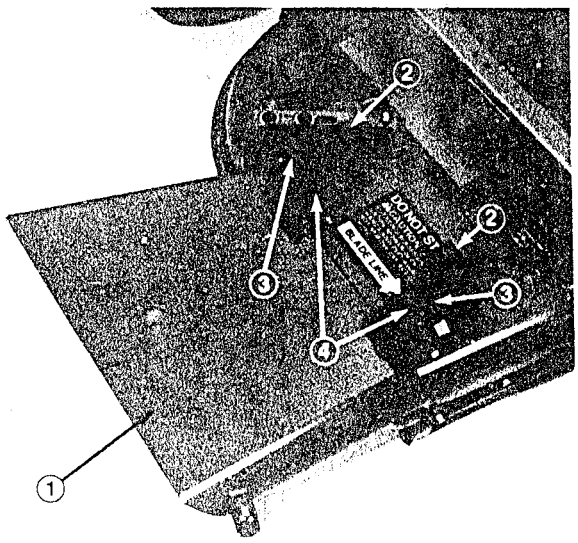

Figure 19
7. To remove blower assembly, shut off engine, disengage idler assembly, remove belt cover and lift belt off spindle pulley. Remove (2) knobs and washers securing blower to mounting brackets and remove blower, belt, and chute. Slide cutting unit grass deflector onto alignment bolts and secure to mounting brackets with knobs and washers. Reinstall belt cover (Fig. 19).